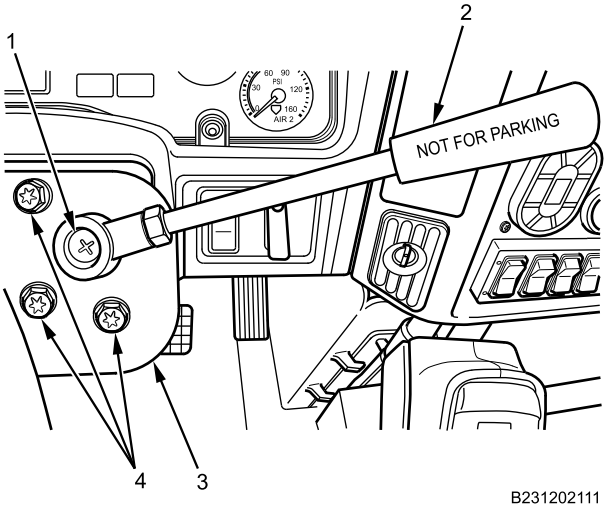

Figure 9. Trailer Brake Control Valve.
7. Install trailer brake control valve (Figure 9, Item 3) with three mounting screws (Figure 9, Item 4) and torque to 30-40 lb-in. (3-4.5 N•m).
8. Install trailer brake control valve handle (Figure 9, Item 2) with screw (Figure 9, Item 1) and tighten securely.